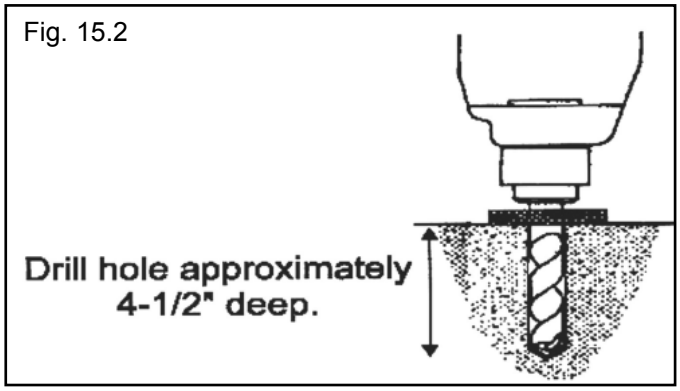

Fig. 15.2
2. Using the base plate on each Column as a guide, drill each anchor hole approximately 4-1/2” deep using a rotary hammer drill and 3/4” concrete bit. (See Fig. 15.2)